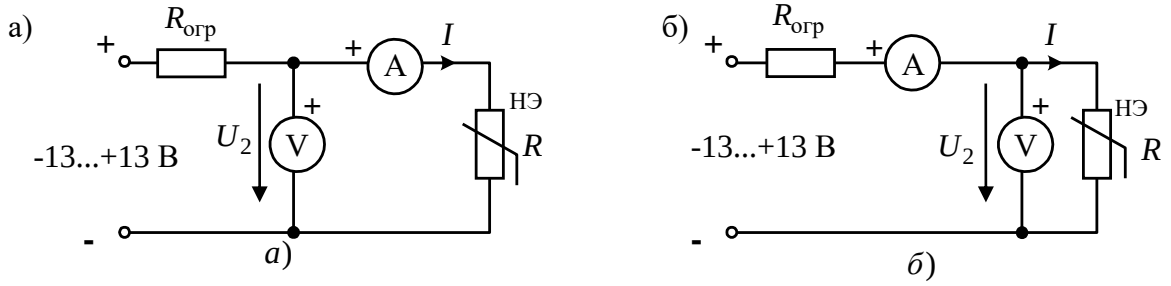
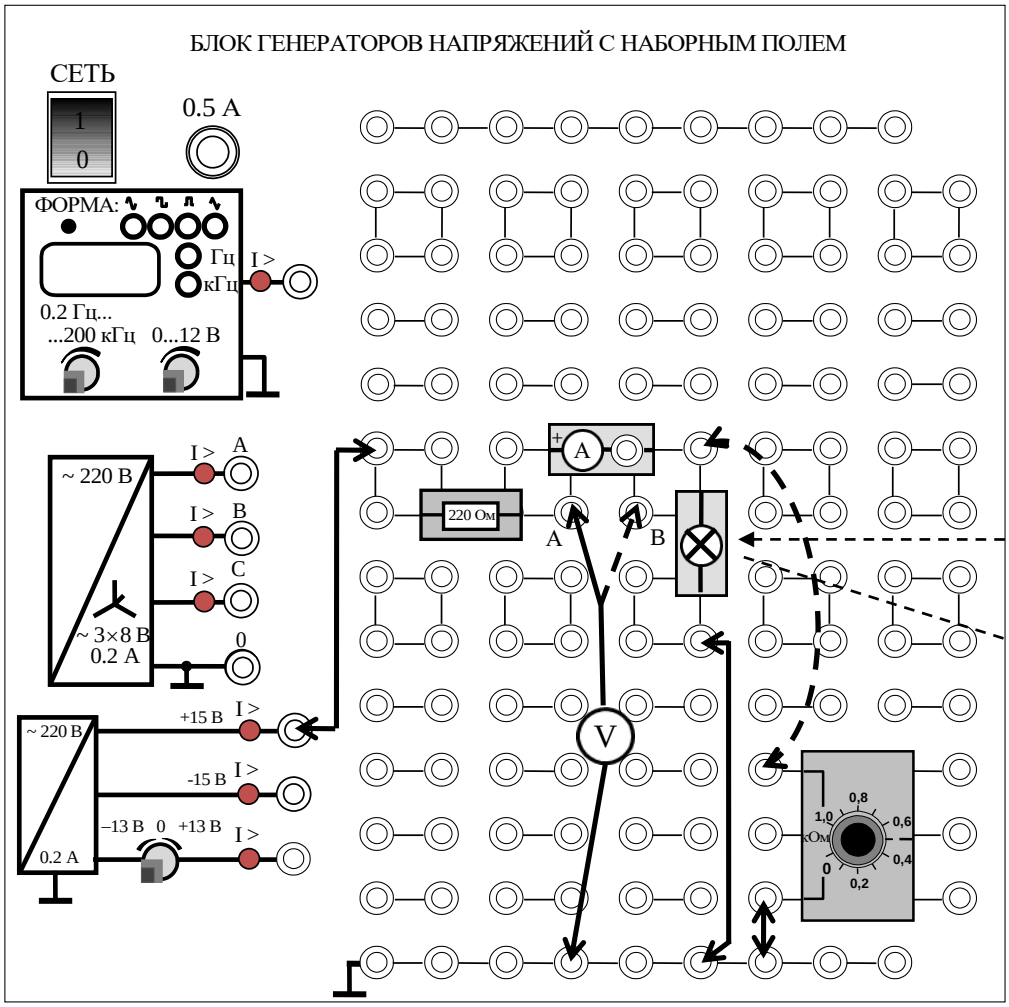
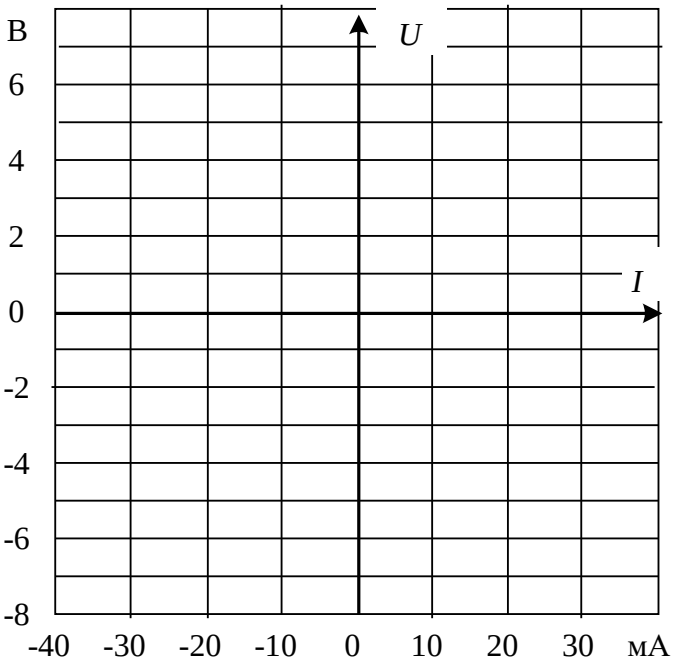

Рис. 27.2
Рис. 27.3
Рис. 27.4
Две принципиальные схемы для снятия вольтамперных характеристик на постоянном токе изображены на рис. 27.2а) и 27.2б). В них используется регулируемый источник постоянного напряжения, а резистор $R_{огр}$ в этих схемах служит для ограничения тока в цепи при малых сопротивлениях исследуемых элементов.
1. Соберите цепь (рис. 27.2.а) для снятия вольтамперной характеристики лампы накаливания. Монтажная схема изображена на рис. 27.3. ***Обратите внимание, что вольтметр и амперметр в этой схеме своими положительными клеммами подключены к точке «А».***
2. Изменяя ток в цепи, как показано в табл. 27.1, запишите в таблицу соответствующие значения напряжения на лампе и на рис. 27.4 постройте график вольтамперной характеристики лампы накаливания.
3. Замените лампу накаливания стабилитроном, соблюдая полярность, показанную на рис. 27.3, и снимите его вольтамперную характеристику, устанавливая либо напряжения, либо токи, указанные в табл. 27.2. ***Для увеличения точности при отрицательных напряжениях и токах вольтметр должен быть подключён к точке «В», а при положительных – к точке «А».*** График вольтамперной характеристики стабилитрона постройте также на рис. 27.4. Часть характеристики, соответствующей обратному включению p-n перехода стабилитрона, построить в первом квадранте, а другую ее часть, соответствующую прямому включению – в третьем.